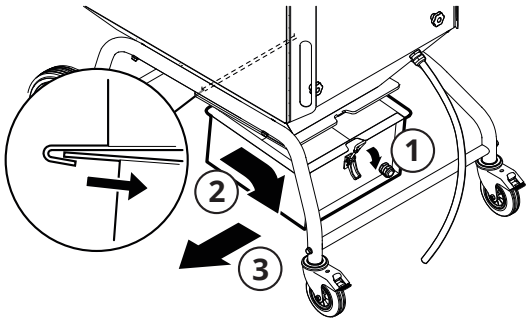

Fig. 27
3. Den Exzenterverschluss (1, **Fig. 27**) lösen, den Palettenstapler nach oben zum Behälter führen und den Staubsammelbehälter mit dem Palettenstapler herausziehen (2, 3).
7. Den Staubsammelbehälter unter den Auffangtrichter schieben, siehe **Fig. 27** als Referenz.